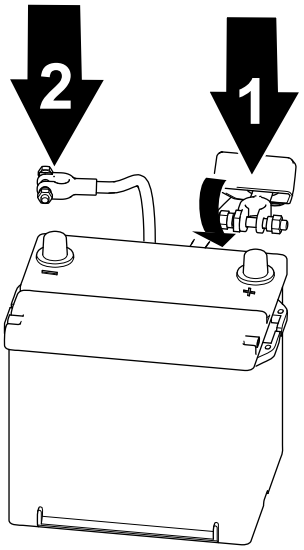

**Figura 59**
1. Collegate il cavo positivo alla batteria e serrate il dado della fascetta della batteria (Figura 59).
2. Collegate il cavo negativo alla batteria e serrate il dado della fascetta della batteria (Figura 59).